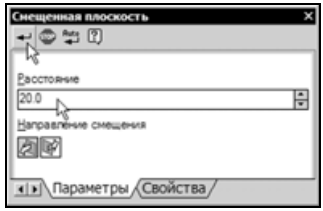

Рис. 6.4
- В поле **Расстояние** на панели свойств введите значение смещения 20 создаваемой плоскости относительно указанной (рис. 6.4).